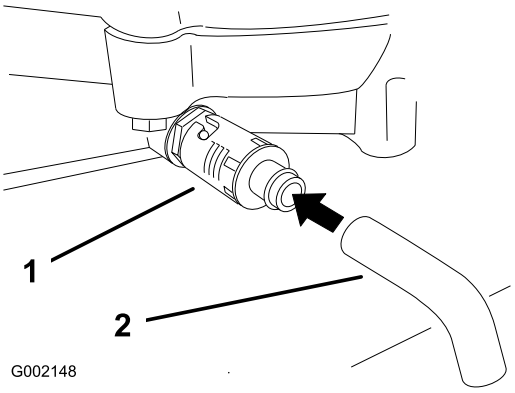

Figuur 22
4. Plaats een opvangbak onder de aftapplug. Draai aan de aftapplug om de olie in de bak te laten lopen (Figuur 22).